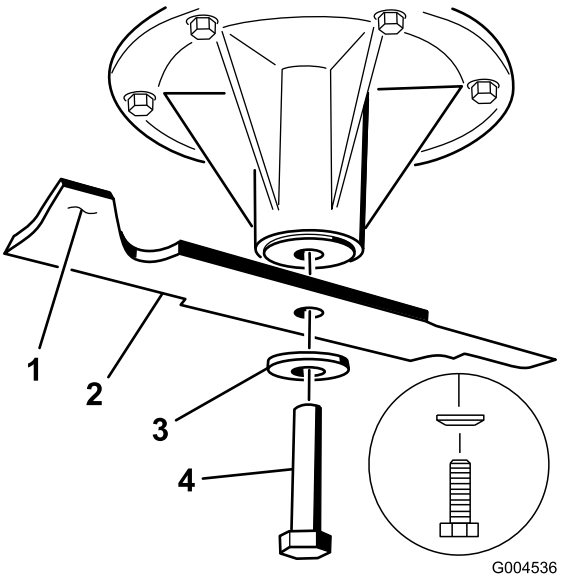

**Figur 78**
2. Fjern knivbolten, bueskiven og kniven fra spindelakselen (Figur 78).
3. Hvis kniven ikke er i balanse, files litt av metallet på enden av vingeområdet bort (Figur 78).